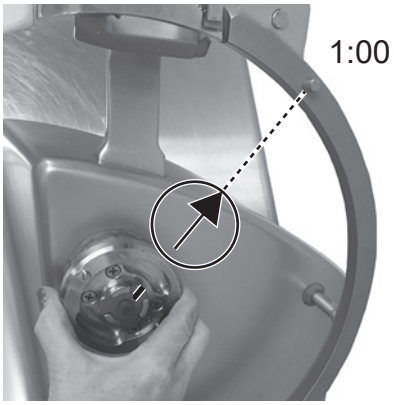

Fig. 20
- Orientez la marque du moyeu du couteau vers la flèche comme indiqué à la figure 20, de sorte qu'elle pointe à l'axe sur le protège lame en position 1 h (Fig. 20).